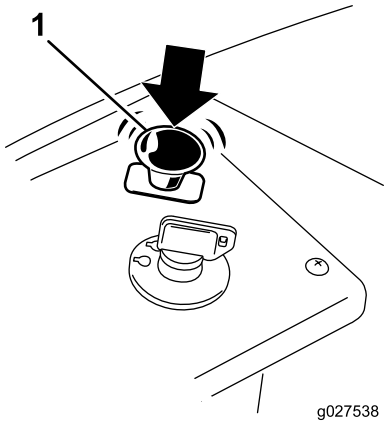

Figur 14
1. Koppla ur knivarna genom att ställa in knivreglaget på Av (Figur 14).